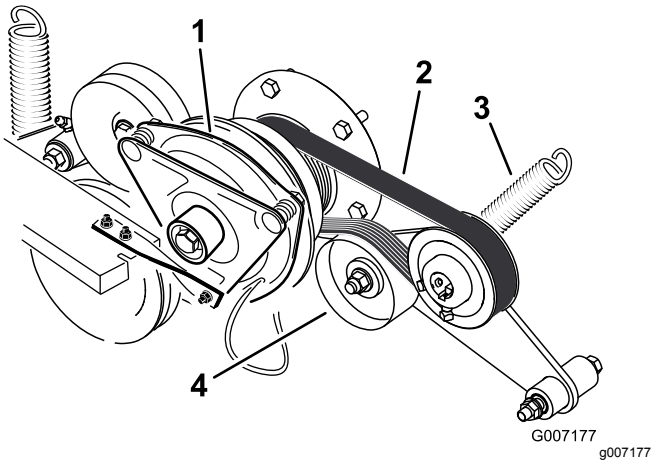

Figur 94
3. Fjern fjæren fra lederullarmen (Figur 94).
4. Monter den nye remmen rundt motoren og hydraulikkpumpeskiven (Figur 94).
6. Monter fjæren på lederullarmen (Figur 94).